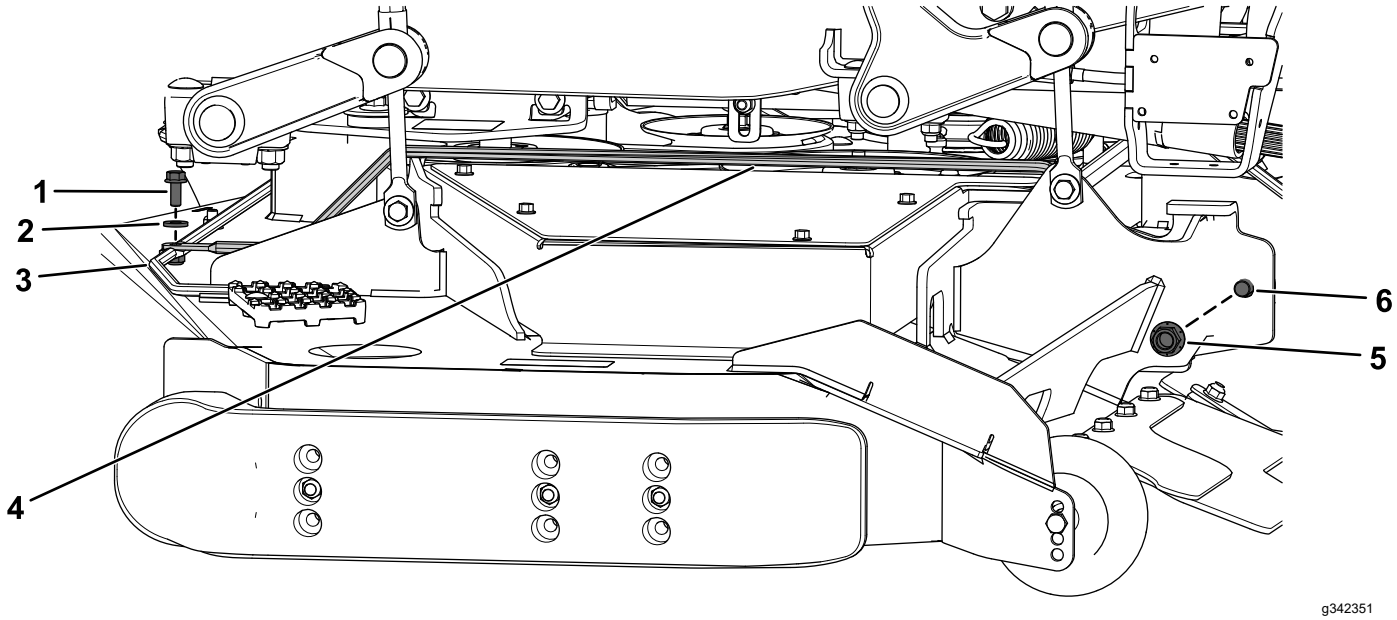

Figur 20
7. Fäst den vänstra nedre stödstången på den främre nedre stödstången med sexkantsskruven (½ x 2½ tum) och låsmuttern (½ tum) som du tog bort tidigare samt en ny flänsskruv (5/16 x ¾ tum), en bricka och en flänsmutter (5/16 tum) enligt Figur 20.